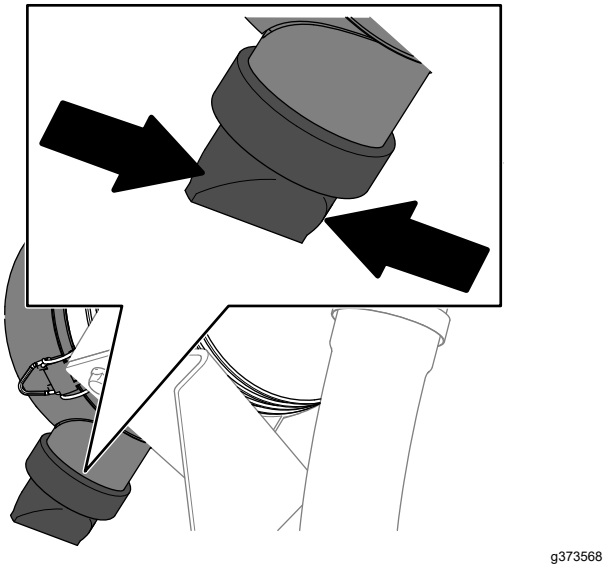

**Figuur 78**
5. Knijp de stofuitlaatklep in (Figuur 78).